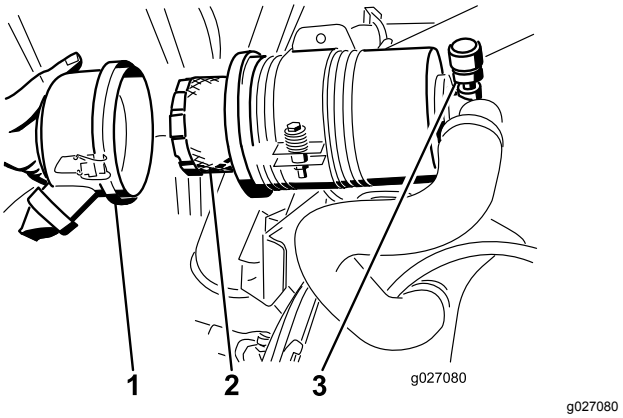

Figur 50
5. Ta bort och byt ut filtret (Figur 50).